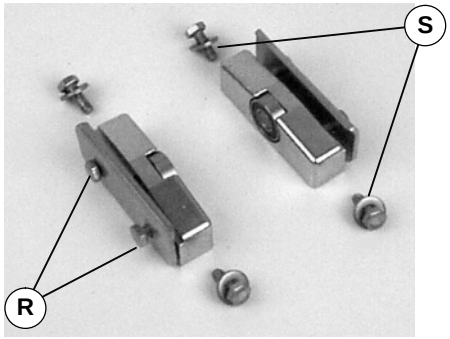

Abbildung 12
2. Schrauben lösen (R siehe Abbildung 12) und Schrauben sowie Unterlegscheiben entfernen (S).